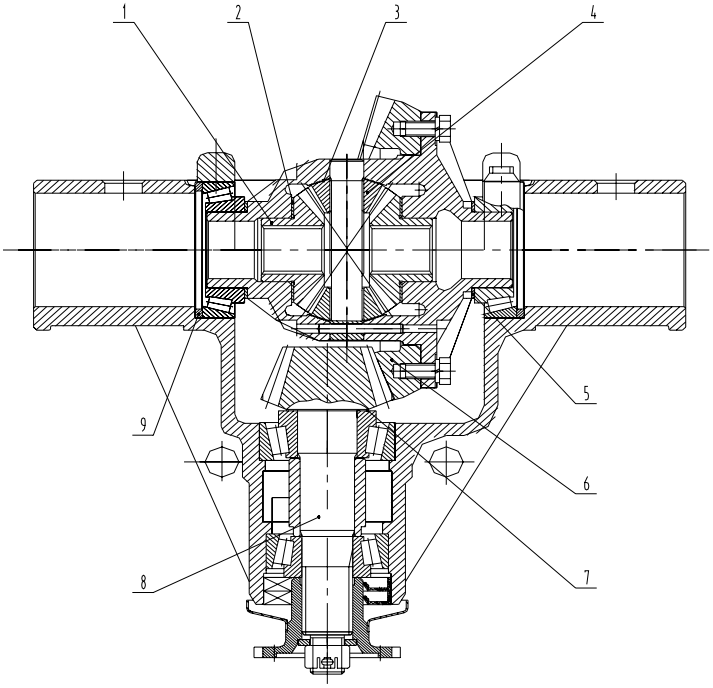

Рис.5-19 Схема регулировки зазора зацепления переднего моста конической шестерни
(3) Регулировка зазора зацепления(Рис.5-19): состояние зацепление шестерней разных передач переднего моста сильно влияет на эффективность передачи и шумы, при сборке необходимо обратить внимание на качественную регулировку. Конструкция переднего моста указана в рисунке, при регулировке зацепления конических шестерней следы контакта должны находиться на средней части поверхности зуба, немного приближающаяся к маленькому концу зуба.